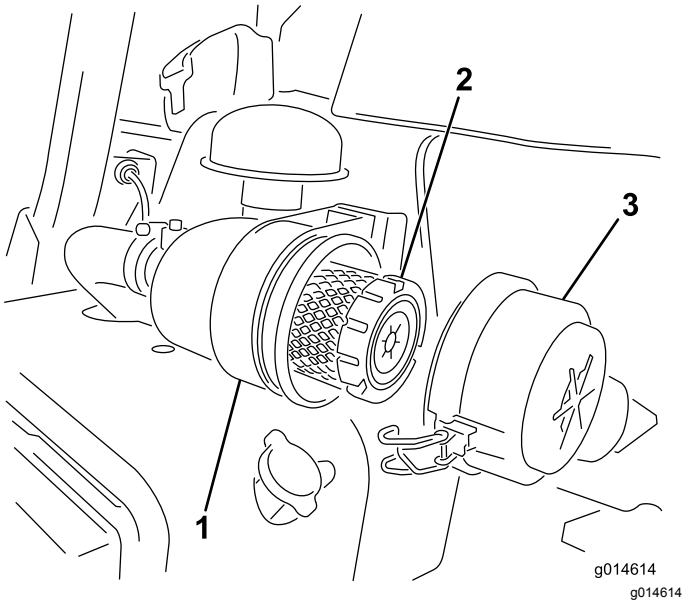

**Rysunek 29**
1. Zwolnij zaczepy mocujące pokrywę filtra powietrza do obudowy filtra powietrza (Rysunek 29).
7. Zamocuj za pomocą zaczepów (Rysunek 29).